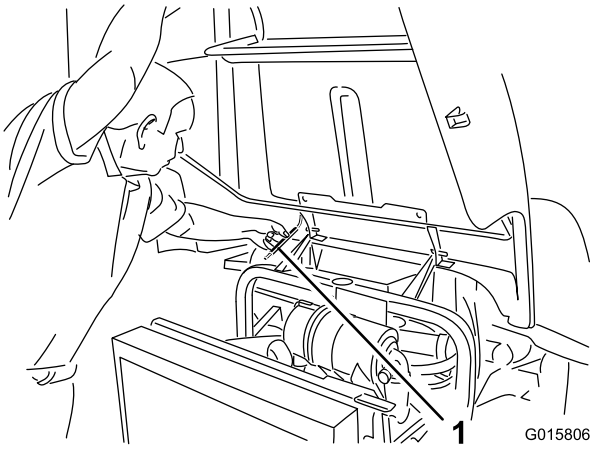

Рисунок 24
2. Поднимите капот настолько, чтобы можно было установить опорную стойку за трубой рамы (Рисунок 24).